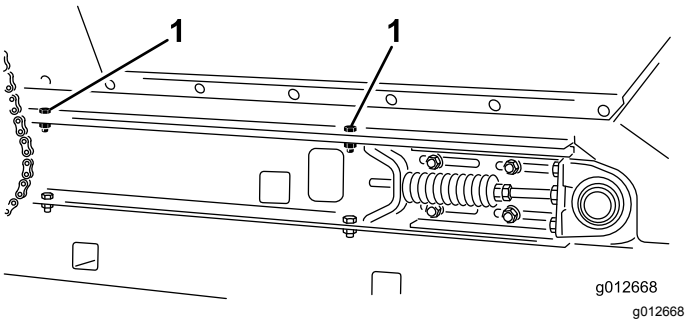

Figur 26
2. Ta bort de två huvudskruvar, två brickor och två låsmuttrar som fäster tråget i glidflaksskenorna på maskinens båda sidor (Figur 26).